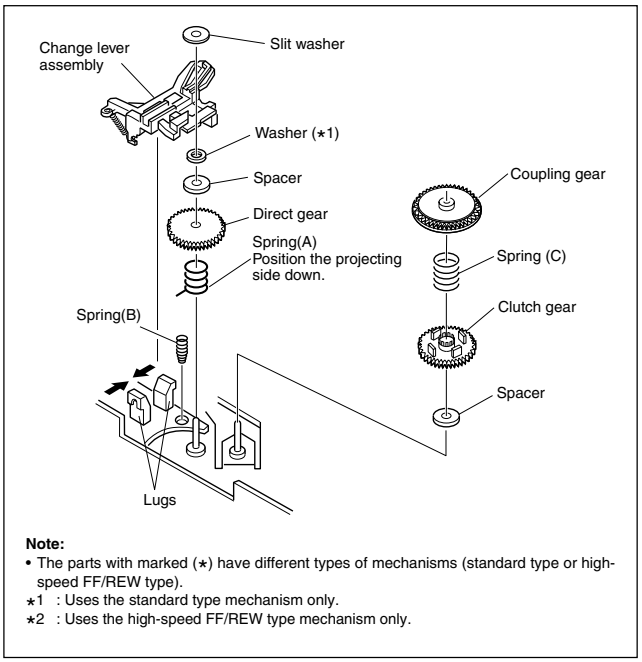

Fig. 2-2-12a
Take care so as not to lose the washer and spring. (See Fig.2-2-12a.)
(1) Install the clutch gear, spring (A), spring (C), direct gear, spacer and others to the individual shafts of the main deck, and finally the slit washer. (See Fig.2-2-12a.)